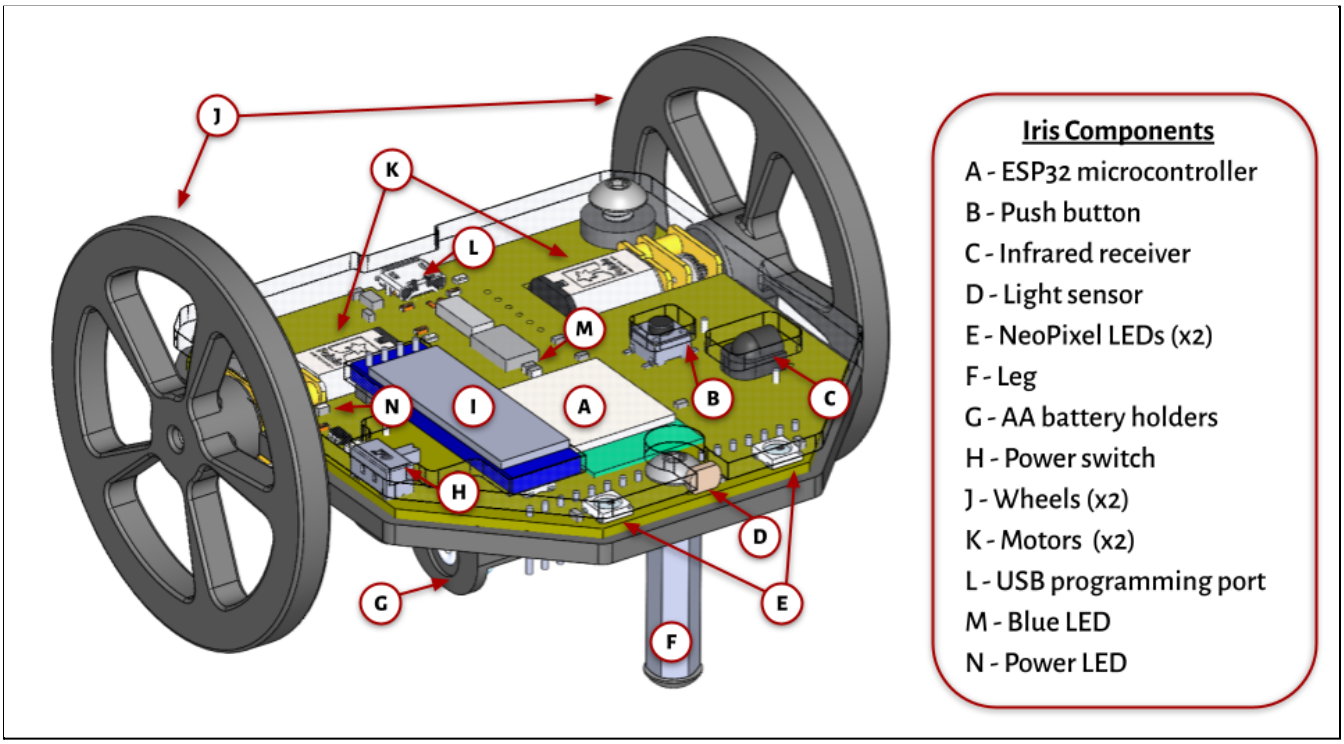

***Figure 3: Iris Robot Platform component list***
- The small end of the USB micro cable plugs into the port on the back of Iris (labeled L in Figure 3) and the large end of the USB micro cable plugs into your computer.